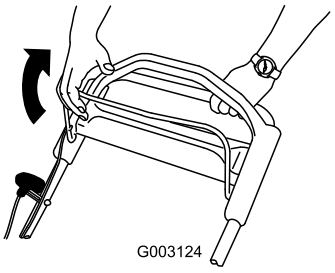

Figura 16
2. Tirate la barra di comando della lama verso la stegola (Figura 16).